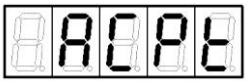
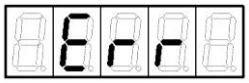

Рисунок 6
Рисунок 7
9. Нажать кнопку ↵. Если пароль набран верно, на индикаторе появится слово "ACPt" (рисунок 6) и новый пароль вступит в действие, в противном случае на экране появится слово "Err" (рисунок 7) и смены пароля не произойдет.